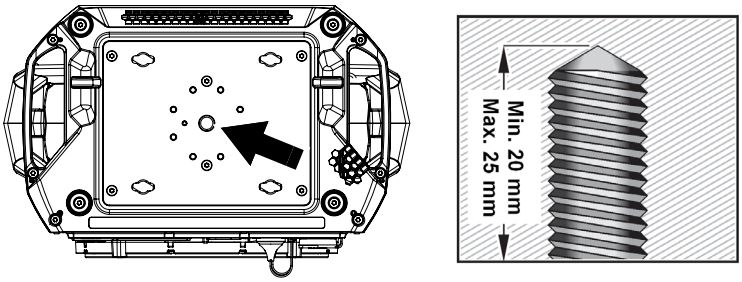

Bild 6. M12 Schraube für einzelne Befestigungsklemme
1. Legen Sie eine geeignete Befestigungsklemme und Schraube bereit. Siehe Bild 6. Die Eindringtiefe der Schraube muss bei montierter Befestigungs-klemme und angezogener Schraube 20-25 mm betragen. Montieren Sie die Schraube an der Befestigungsklemme und prüfen Sie den Überstand der Schraube. Ersetzen Sie die Schraube durch eine passende Schraube, wenn der Überstand nicht 20-25 mm beträgt.
2. Siehe Bild 6. Benetzen Sie das Gewinde mit Loctite 243 oder einem ähnlichen Sicherungsmittel. Stecken Sie die Schraube durch die Bohrung der Befestigungsklemme und verschrauben Sie die Schraube am mit dem Pfeil markierten Gewinde in der Basis. Richten Sie die Befestigungs- klemme aus und ziehen Sie die Schraube fest.